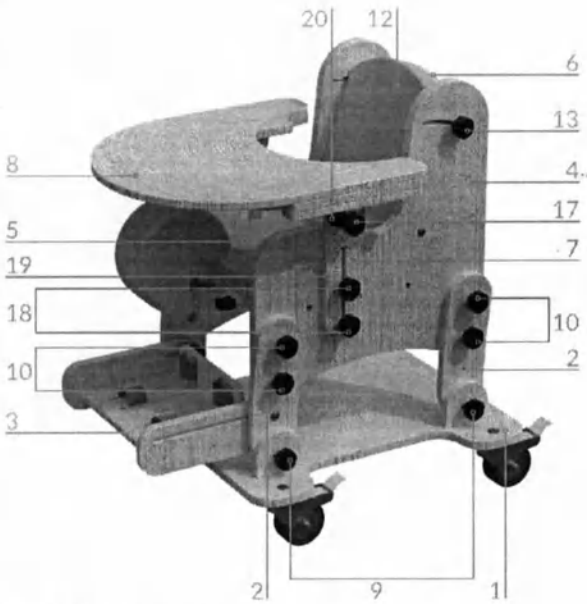

Рис. 2 – Общий вид опоры
Опора (рис. 2) состоит из основания на колёсах (1) (наличие основания на колёсах в комплекте поставки см. в табл. на стр. 15-16), к которому крепятся ножки (2) с левой и правой сторон опоры.
Основание (рис. 2)
Подлокотники и столик (рис. 2)
Спинка (рис. 2)
Сиденье (рис. 2 и 3)
Подножка (рис. 2 и 3)